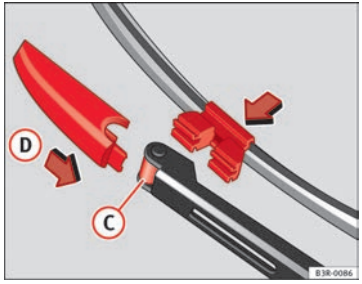

Fig. 182 Fitting the wiper blade
– Fit the new wiper blade into the mounting on the wiper arm ⇒ fig. 182 (C).
– Slide the retainer catch on the wiper blade in direction (D) so that it clicks into place on the wiper arm.